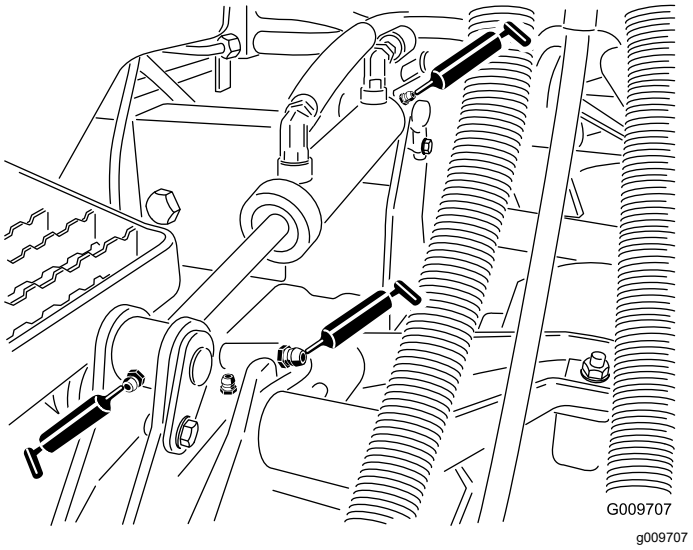

Figur 77
- Løftearmhylser (én per klippeenhet), som vist i Figur 77
- Løftesylinderhylser (to per klippeenhet), som vist i Figur 77